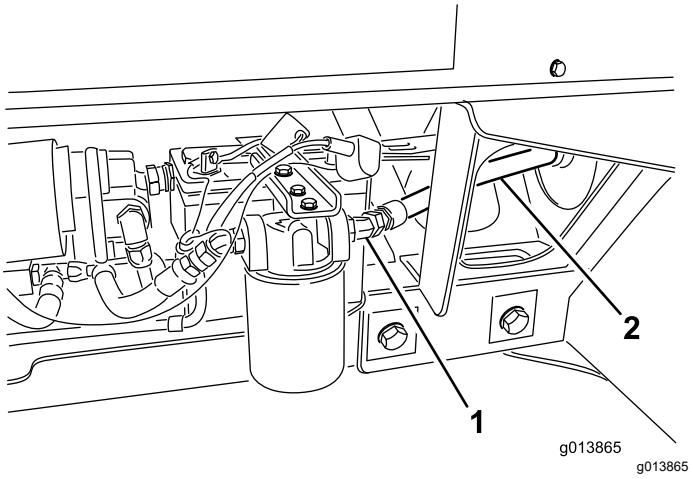

Figur 11
8. Anslut hydraulslang 3 till filterutloppet (Figur 11).